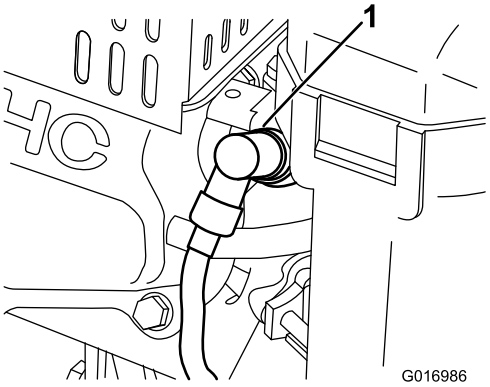

Figur 26
1. Tag den støbte tændrørsledning af tændrøret (Figur 26).